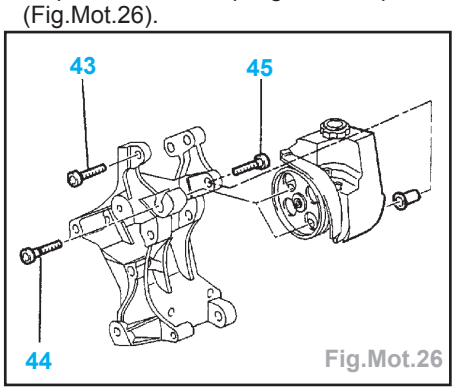

Fig.Mot.26
- Reposer la pompe de direction en respectant les empilages des pièces (Fig.Mot.26).